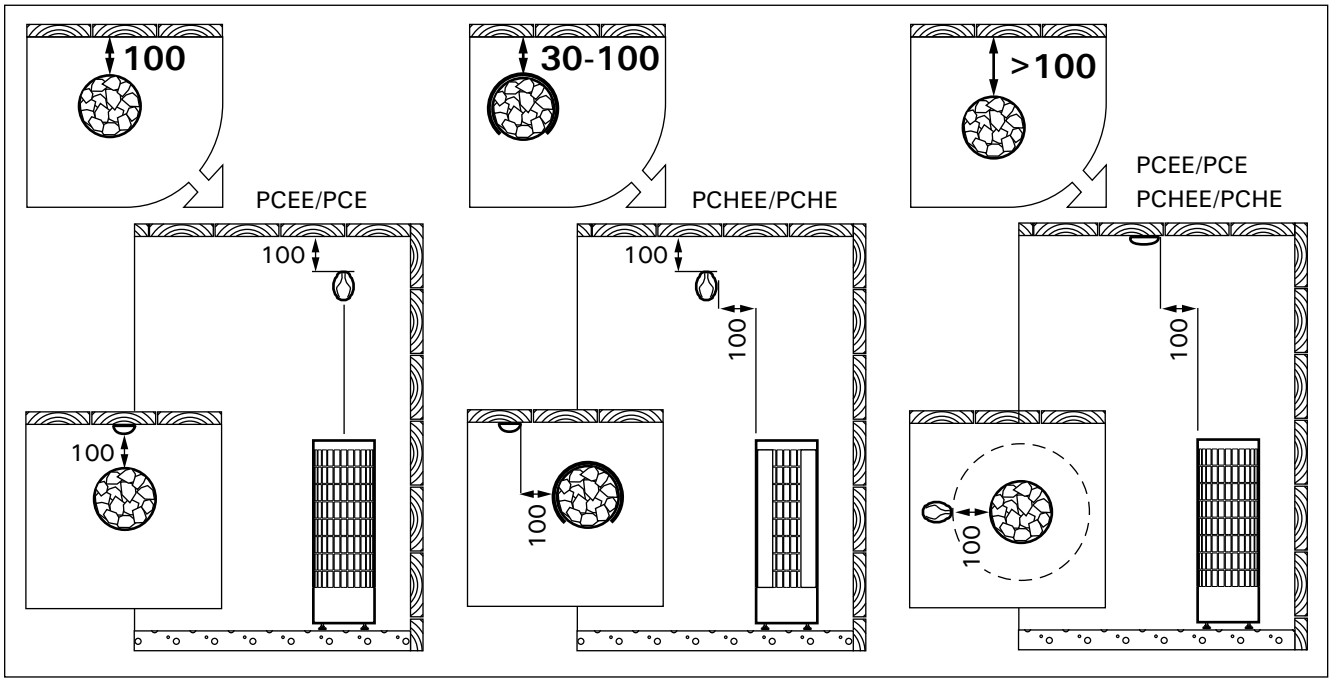

Rys. 8. Instalowanie czujników (wymiary w milimetrach)
- Miejsce instalacji czujnika przedstawia rysunek 8. W przypadku kiedy piec montowany jest w odległości większej od ściany niż 100 mm, wtedy czujnik należy zamontować na suficie.
Patrz rys. 8.